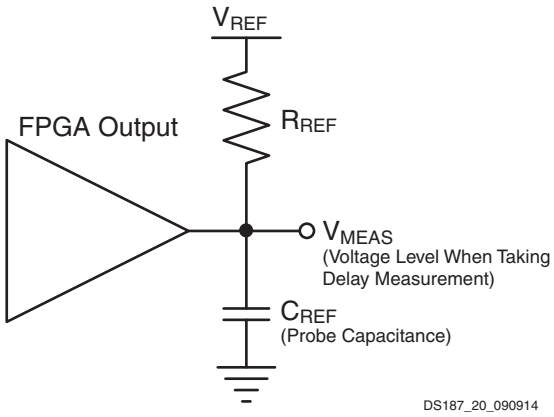
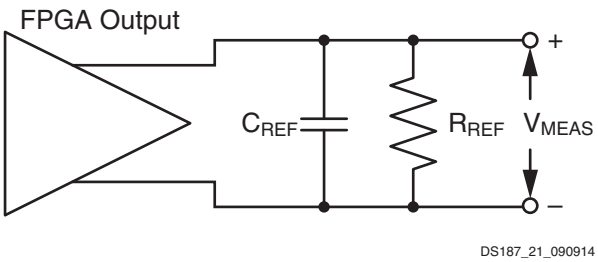

Figure 18: **Single-Ended Test Setup**
Figure 19: **Differential Test Setup**
5. This is an input voltage reference that bears no relation to the V_{REF} / V_{MEAS} parameters found in IBIS models and/or noted in Figure 18.
Output delays are measured with short output traces. Standard termination was used for all testing. The propagation delay of the trace is characterized separately and subtracted from the final measurement, and is therefore not included in the generalized test setups shown in Figure 18 and Figure 19.